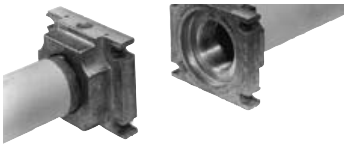

Fig. 7
1. montare la flangia sulla tubazione. Utilizzare opportune guarniture per gas (Fig. 7)